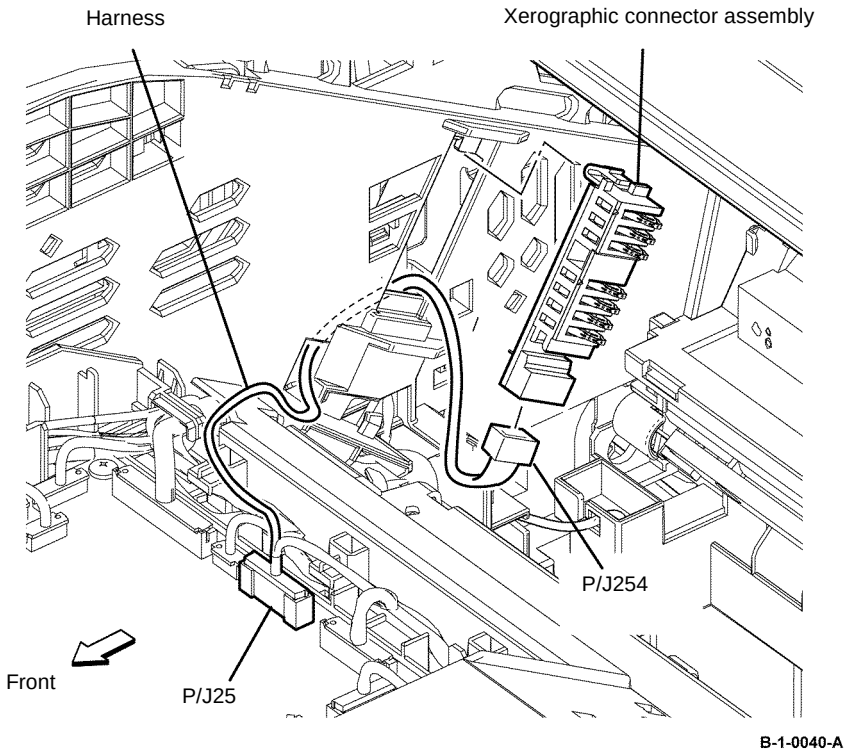

Figure 2 Xerographic connector assembly removal
6. Release the hook that fixes the xerographic connector assembly, and then remove the xerographic connector assembly, Figure 2.
7. Pull the yellow harness to create slack and disengage P/J254 from the Xerographic connector assembly, Figure 2.